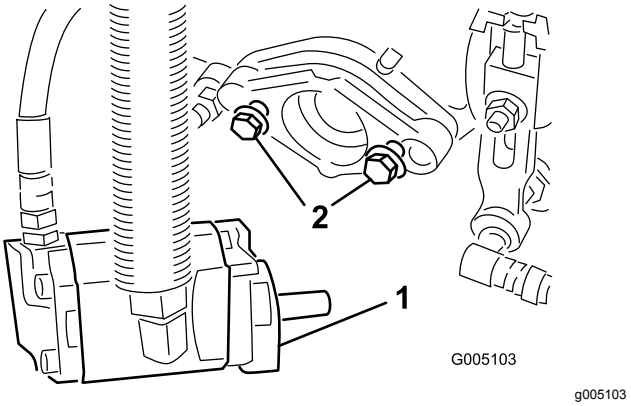

**Figur 10**
6. Kontrollera att cirka 13 mm av gängorna syns på alla fästskruvar till cylinderdrivmotorn (Figur 10).
8. **Dra åt fästbultarna** (Figur 10).